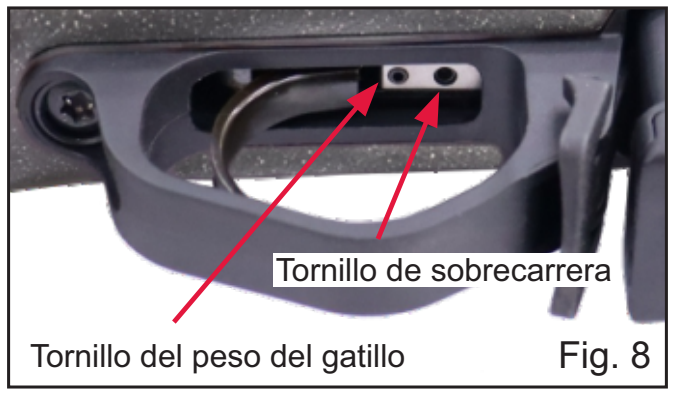

Fig. 8
– Hay dos tornillos abajo de la carcasa del gatillo. El tornillo que está más alejado del gatillo se puede girar para ajustar el sobrecarrera, y el tornillo que está más cerca del gatillo se puede girar para ajustar el peso del gatillo (Fig. 8).